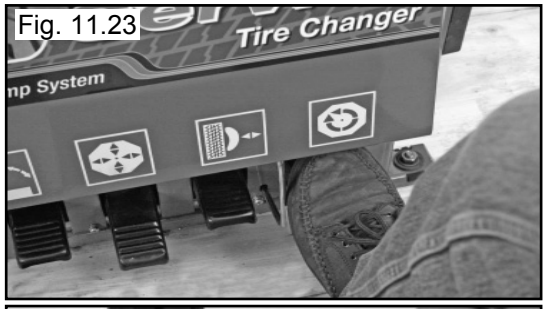

Fig. 11.23
21. Depress the table top pedal to rotate the wheel clockwise. Leave the left hand helper in position opposite the demount head and allow it to follow the wheel rotation to assist the bead into drop center while demounting. Hold the tool bar down until demounting nears completion. (See Fig.11.23 - 11.25)